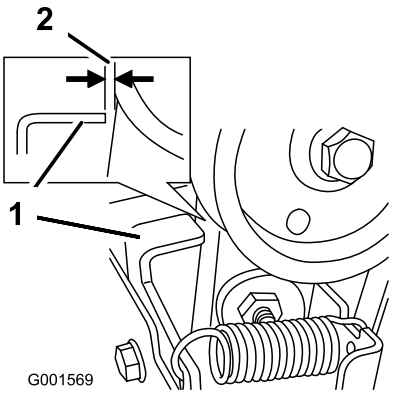

Bild 47
3. Kuppeln Sie den Schnecken-/Gebläseradhebel aus und stellen Sie sicher, dass der Abstand zwischen der Schneckenkupplung und der Lasche 1,5 mm beträgt (Bild 47).